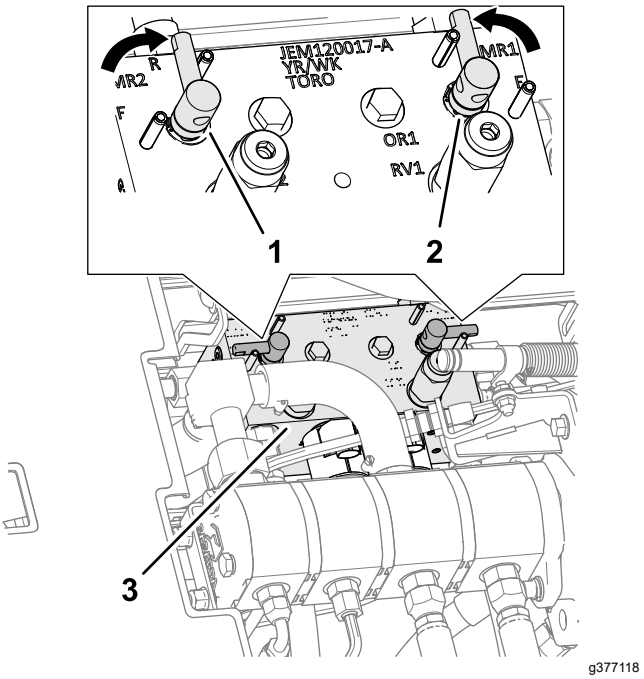

Рисунок 147
4. Разблокируйте и поднимите сиденье для доступа к коллектору газонокосилки (Рисунок 147).
5. Установите рычаги заточки обратным вращением в положение R (заточка) (Рисунок 147).